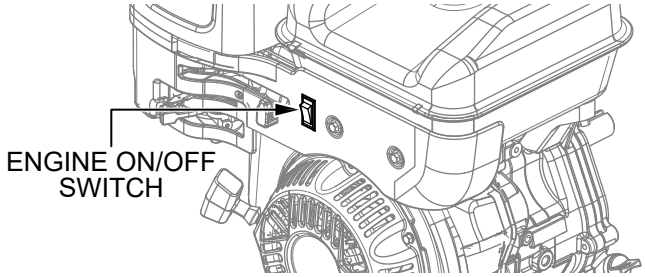

Figure 51. Engine ON/OFF Switch (OFF)
2. Place the engine ON/OFF switch (Figure 51) in the **OFF** position.